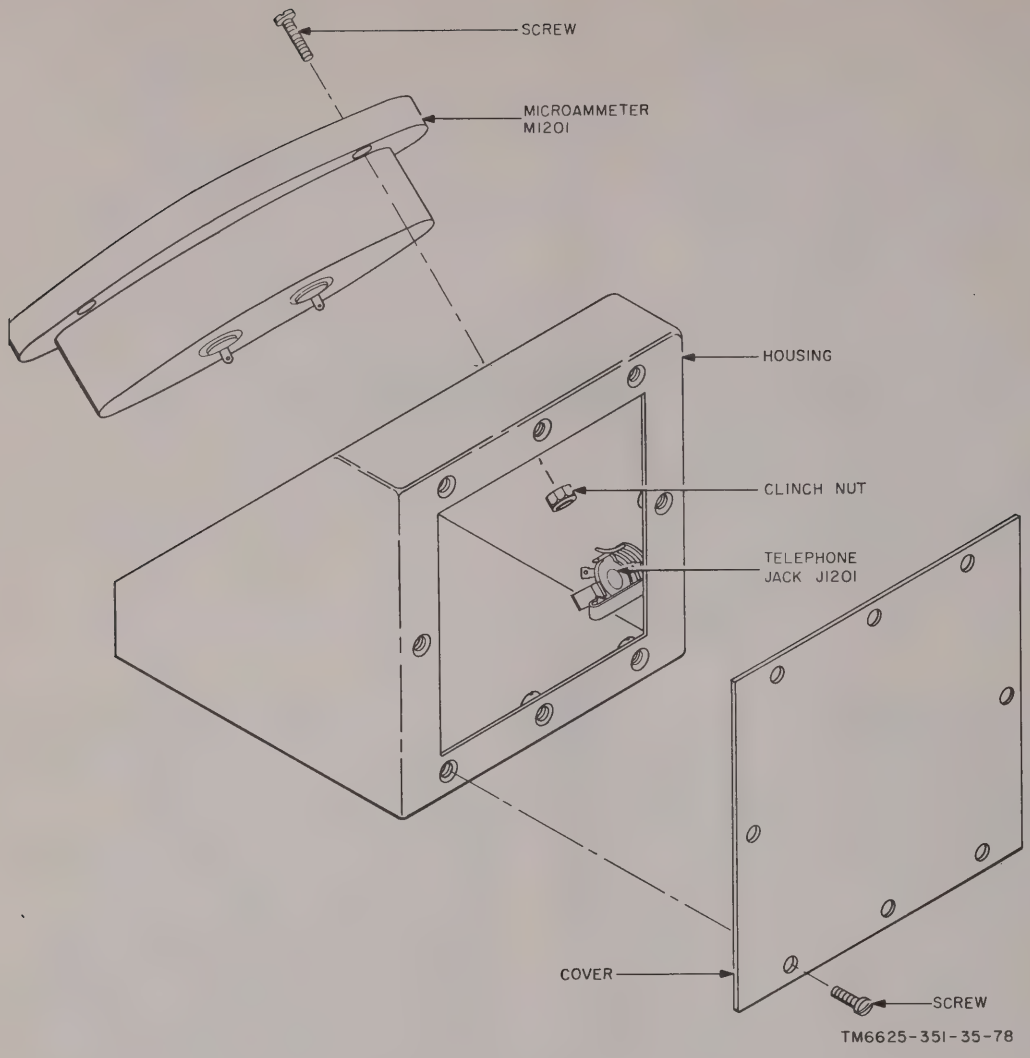

Figure 87. Multimeter, Remote ME-204/URM-85, parts location diagram.
a. Multimeter, Remote ME-204/URM-85 (fig. 87). During operation or checking of the test set, the remote meter may be interconnected to the main unit by using Cord Assembly, Electrical CX-4305/U. One telephone plug PJ-068, at one end of the CX-4305/U, mates with main unit front-panel jack J704; the second telephone plug PJ-068, at the opposite end of the 30-foot cord, mates with telephone jack J1201 on the remote meter. With this interconnection completed, the pointer on the remote meter should duplicate the indications on the main unit panel meter. If malfunctioning of the remote meter is indicated after possible defects in the main unit have been eliminated (para 67), suspect a defective cord, telephone jack J1201, or microammeter M1201. Follow the exploded view (fig. 87) for disassembly and reassembly of replacement parts.